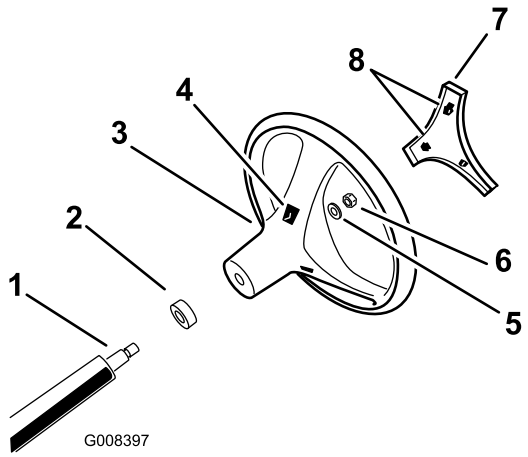

Figur 3
4. Fastgør rattet til akslen med låsemøtrikken (Figur 3).